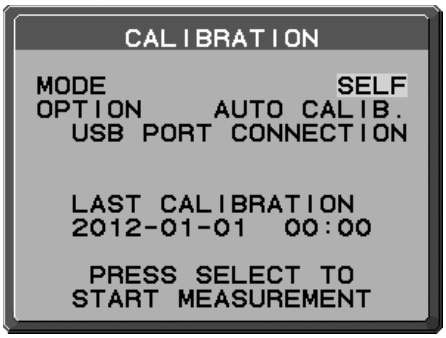

Figure S.2
2. Utilisez les touches « GAUCHE » et « DROITE » pour sélectionner le MODE « SELF » (AUTO) (**Figure S.2**). Appuyez sur « HAUT » ou « BAS » pour passer à la sélection suivante.